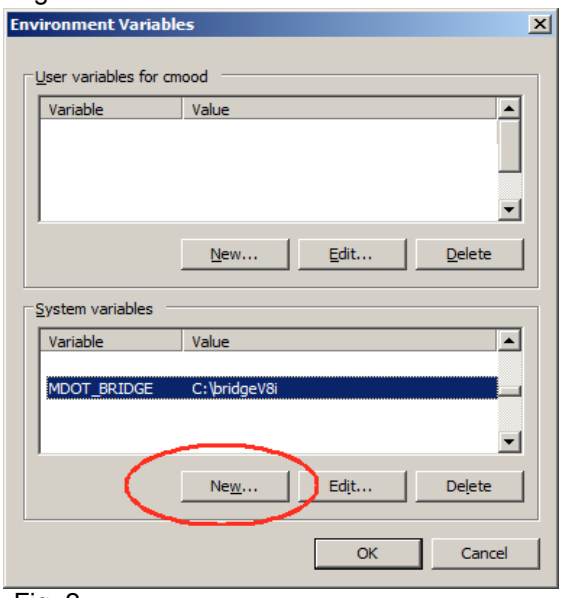

Fig. 2
4. Under **System Variables**, click **New**. See Fig. 2.